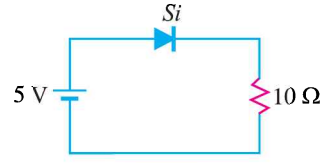

Fig. 6.73
2. Using equivalent circuit, determine the current in the circuit shown in Fig. 6.73. Assume the forward resistance of the diode to be 2 Ω. **[358 mA]**